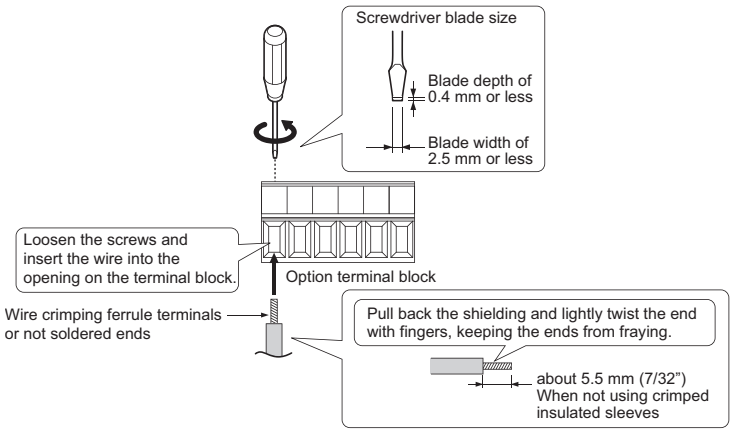

Figure 16 Connect Cable Wiring
5. Wire the motor PG encoder to the terminal block on the option according to *Figure 16*.